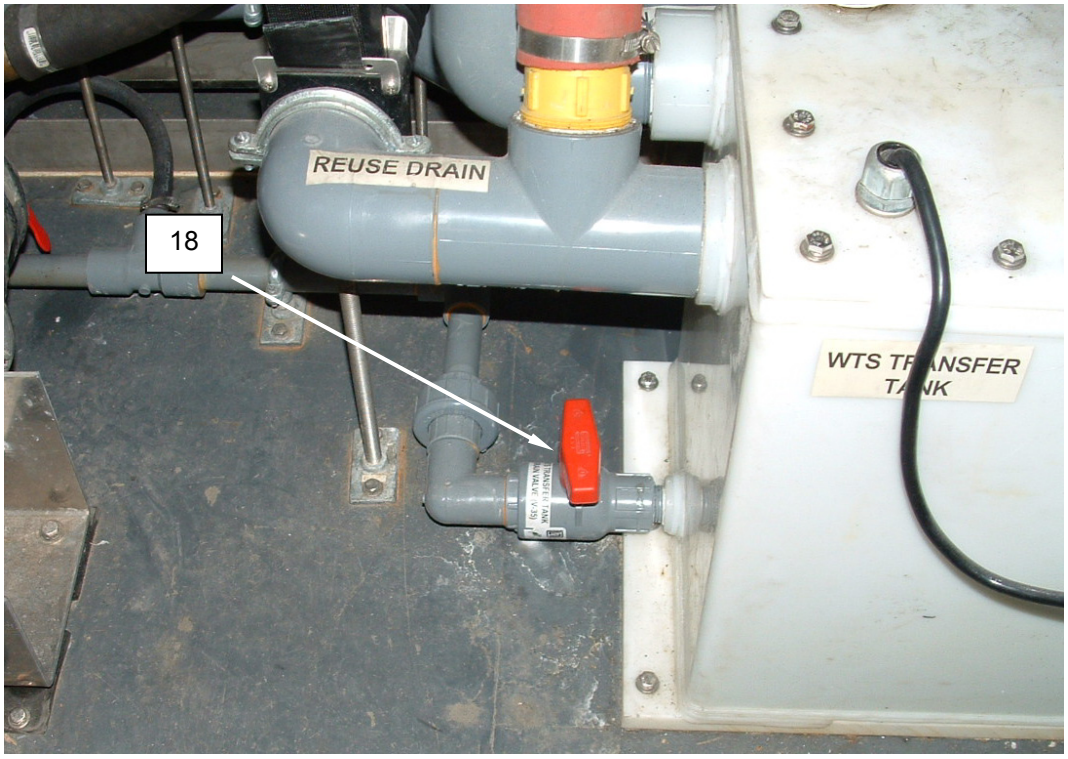

Figure 13. WTS Transfer Tank Drain Valve.
13. Close the WTS transfer tank drain valve **(Figure 13, Item 18)**.